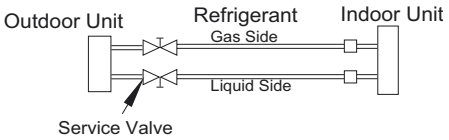

Fig. 35 — Service Valve
1. Completely tighten flare nuts A, B, C, D and connect the manifold gage charge hose to a charge port of the low side service valve (see Fig. 35).